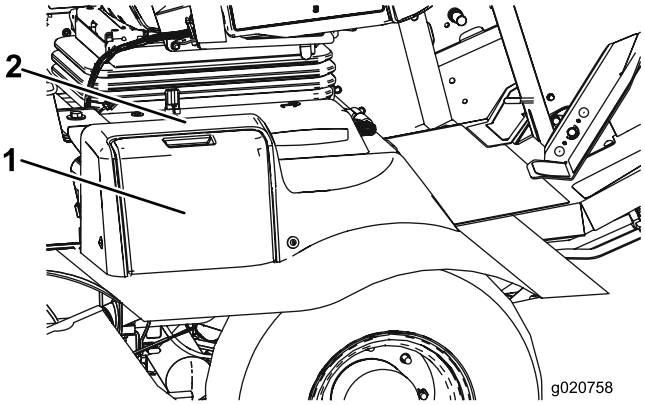

Figuur 52
1. Open het accudeksel (Figuur 52) aan de zijkant van het scherm.
Opmerking: Druk op het vlakke deel boven het accudeksel om het deksel gemakkelijker te kunnen wegnemen (Figuur 52).